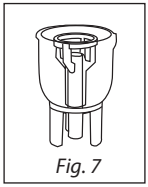

Fig. 7
2) Make sure that the purple jet is properly installed inside the medicine cup. (The stem inside the medicine cup inserts into the tube of the purple jet), *Fig. 7*.